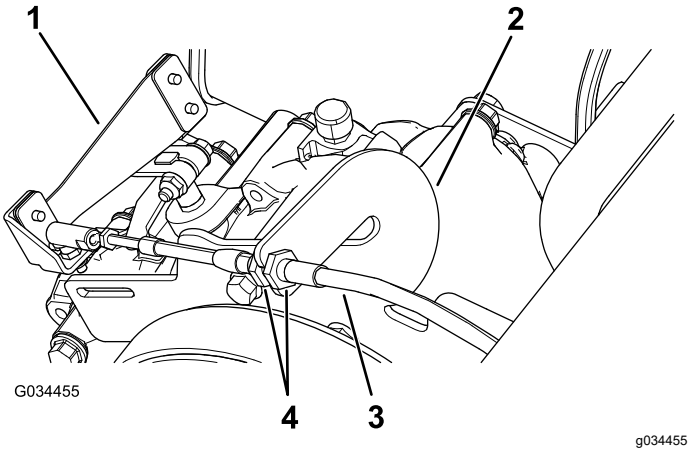

Figuur 57
1. Draai de contramoeren op de schakelkabel los en stel ze af zoals vereist (Figuur 57).
2. Test de stand van de schakelhendel door deze naar de 3 standen te draaien; controleer of de schakelhendel (Figuur 57) naar behoren schakelt wanneer u de hendel beweegt; zie Schakelhendel en schakelindicator (bladz. 11).